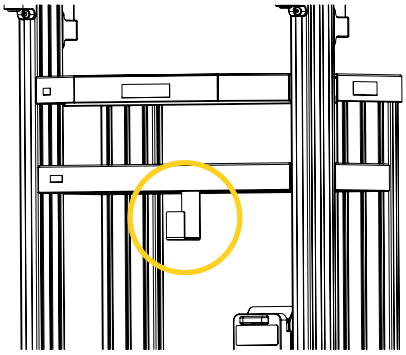

Figure 3 : Crochet de gestion du câble ASC
1. Au besoin, débrancher le câble d'alimentation de l'unité ASC et l'enrouler sur le crochet de gestion du câble (Figure 3).